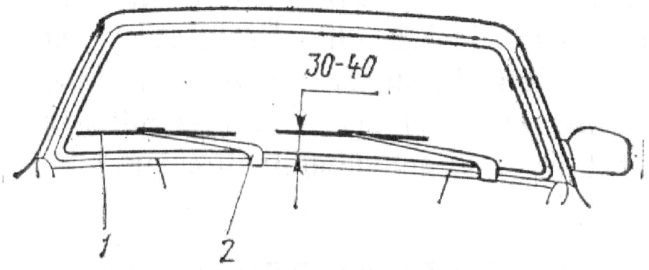

Bild 21. Richtige Lage der Scheibenwischerblätter:
Beim Aufsetzen der Wischerarme auf die Wellen hat man die Wischer wie im Bild 21 gezeigt anzuordnen. Dann hat man die Windscheibe reichlich mit Wasser zu benetzen, den Scheibenwischer einzuschalten und seine Funktion im Intervallbetrieb und mit kleiner und großer Geschwindigkeit zu prüfen. Schlagen die Scheibenwischer an dem Scheibengummi oder an der Karosserietafel an, so muß man die Wischerarme gegenüber den Wellen in die nötige Lage umstellen.
3. Wischerarme auf ihre Wellen aufsetzen und Wischer wie in Bild 21 angegeben anordnen.